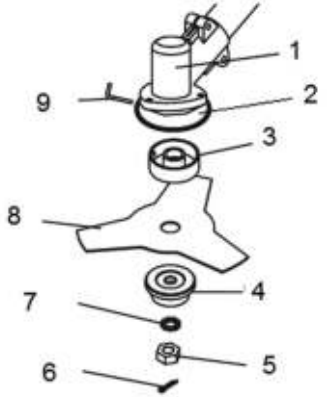
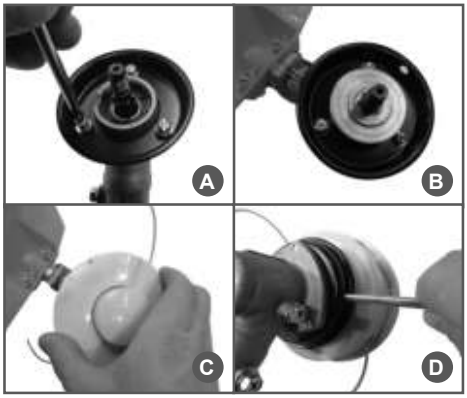

Рис. 3 Конструкция узла крепления ножа
Рис. 7 Установка триммерной головки
тора гайку 5, снимите стопорную 7 и прижимную шайбы 4, снимите защитную шайбу редуктора 3 (Рис. 3).
2. Установите чашку редуктора 2 (Рис. 3) так, чтобы отверстие в чашке и выемка в корпусе редуктора встали друг напротив друга, и закрепите ее винтами (Рис. 4A).
4. Установите в отверстие защитной шайбы редуктора стопор 9 (ключ шестигранный 4 мм) (Рис. 3).
5. Установите нож 8 (Рис. 3) на защитную шайбу редуктора (Рис. 4C).
Для установки триммерной головки открутите гайку крепления ножа, снимите шайбу стопорную и прижимную шайбу ножа, как показано на Рис. 3, 7В и закрутите триммерную головку (Рис. 7С). Удерживая стопор, произведите окончательную затяжку триммерной головки (Рис. 7D).